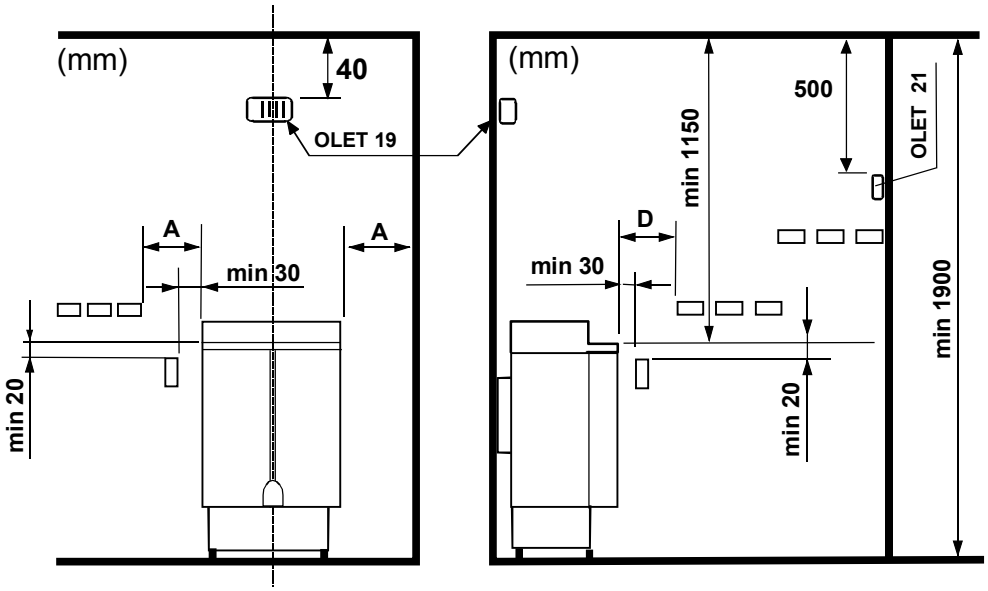

Bild 1. Aggregatets säkerhetsavstånd
4. Kontrollera i Tabell 2 på sidan 21 att säkringens storlek (A) och strömkabelns genomskärningsyta (mm^2) passar aggregatet.
5. Det måste finnas ett tillräckligt stort säkerhetsområde runt aggregatet, se Tabell 1 och Bild 1 på sidan 19. För att underhåll ska vara möjlig ska det finnas tillräckligt med utrymme runt aggregatets kontrollanordningar, en så kallad servicegång. Även dörröppningen kan ses som en servicegång.